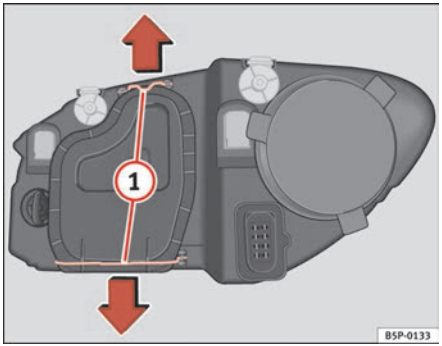

Fig. 184 Dipped head-lights
– Remove the loops ⇒ page 256, fig. 184 (1) in the direction of the arrow and remove the cover.